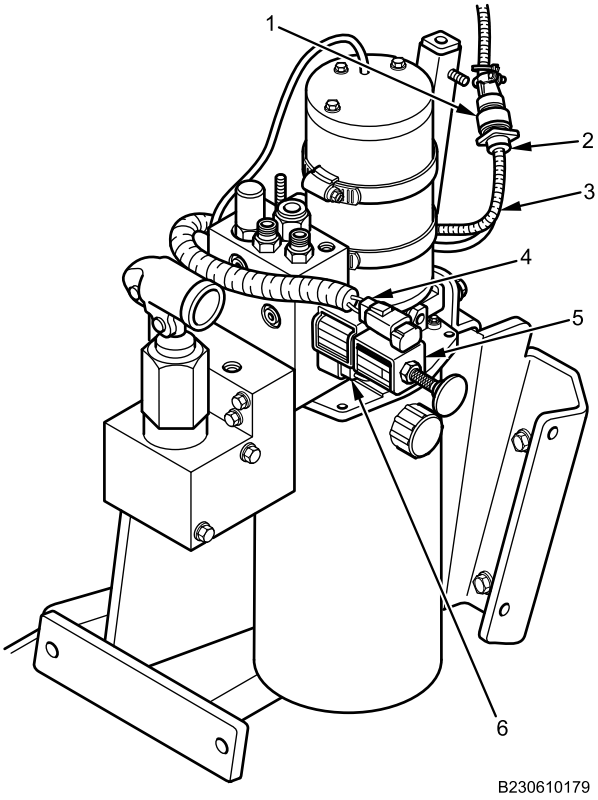

Figure 3. Rear Door/Ramp Hydraulic System Harness Connectors.
1. Position rear door/ramp hydraulic system harness (Figure 3, Item 3) next to rear door/ramp hydraulic system. Connect rear door/ramp hydraulic system harness connector (Figure 3, Item 2) to rear door/ramp control harness connector (Figure 3, Item 1).
2. Connect two connectors (Figure 3, Item 4 and 6) to manual override valve (Figure 3, Item 5).